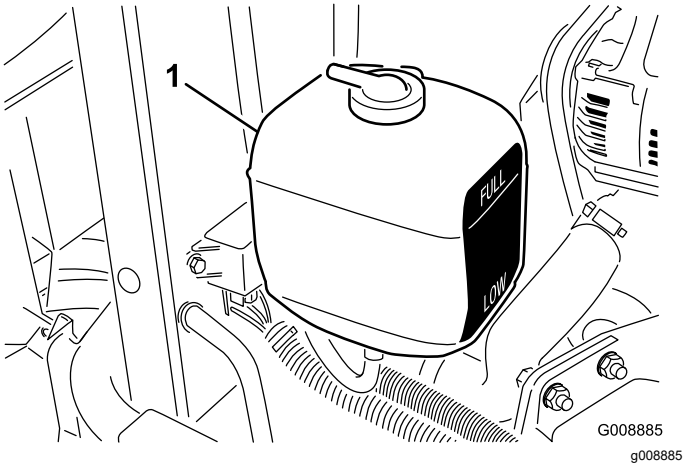

Figur 57
2. Kontrollera kylvätskenivån i expansionstanken (Figur 57). När motorn är kall bör kylmedelnivån ligga halvvägs mellan markeringarna på sidan av tanken.